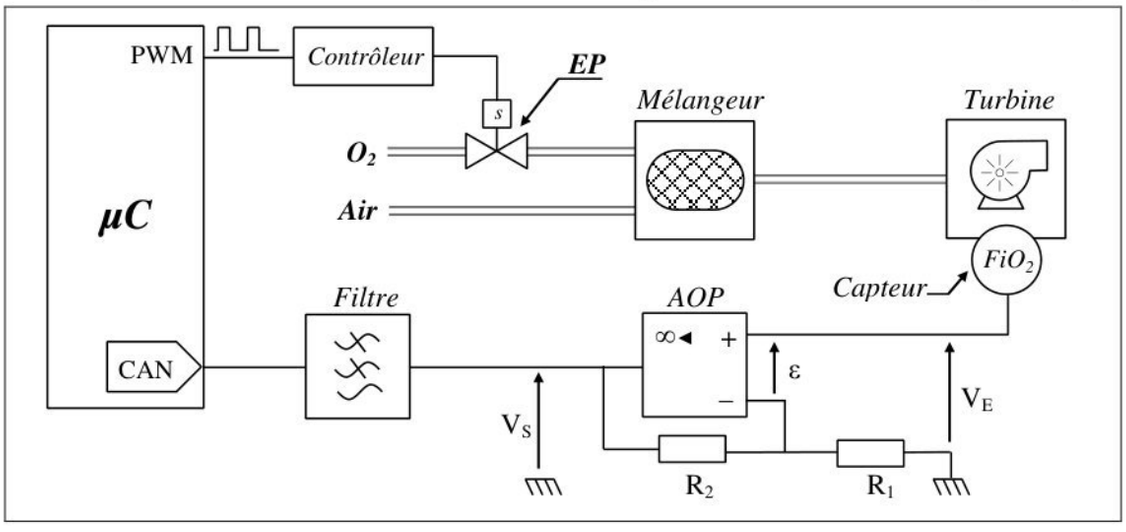

Figure 6 : Principe de la régulation de la FiO_2
Dans la figure 6, l'électrovanne proportionnelle (EP) règle le débit d'oxygène arrivant dans le mélangeur. La FiO_2 est mesurée au niveau de la turbine grâce à un capteur d'oxygène. L'électrovanne proportionnelle (EP) pilotée par le microcontrôleur est régulée cycle par cycle en fonction de la FiO_2 mesurée et de la FiO_2 cible (*consigne*) pour une meilleure précision.